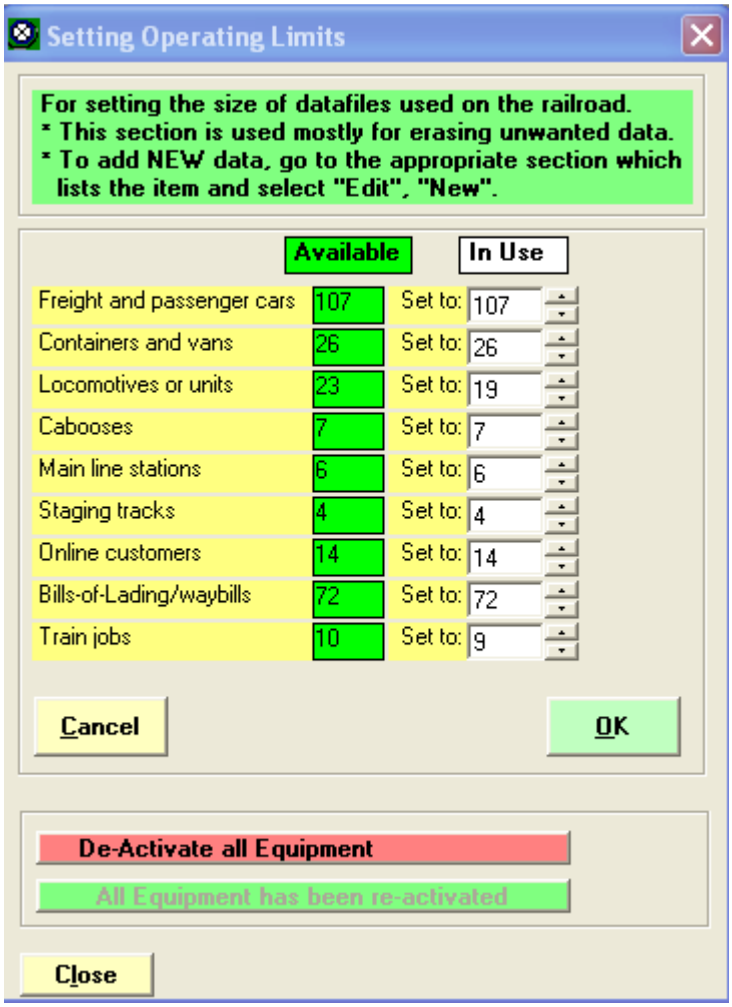

Figure 5-1
1. Click on "Administration" on the ProTrak toolbar and then select "Limits on Equipment, Railroad & Traffic" from the dropdown list. You will see the window shown in Figure 5-1.